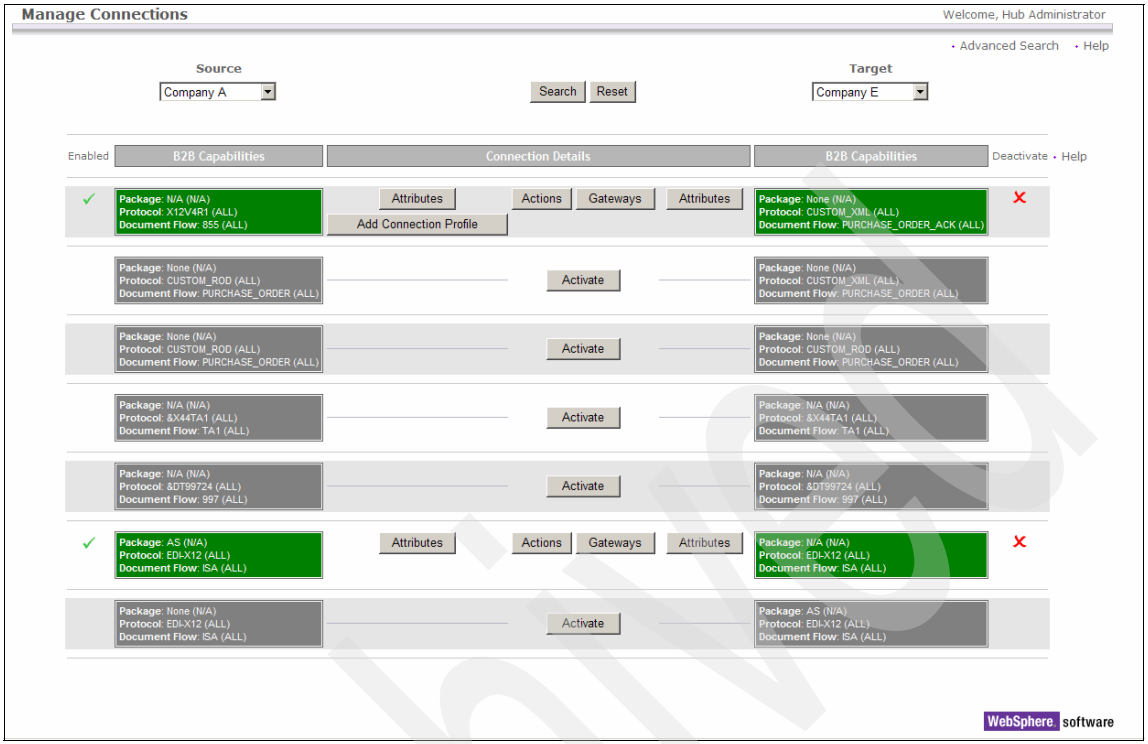

Figure 20-4 The Participant connections (from Company A to Company E) that triggers the EDI FAs
2. In the Manage Connections Page, select Company A as the source participant and Company E as the target participant and click **Search**. In the page that appears, we see the de-enveloping channel and the transformation channel from Company A to Company E (Figure 20-4 on page 703).